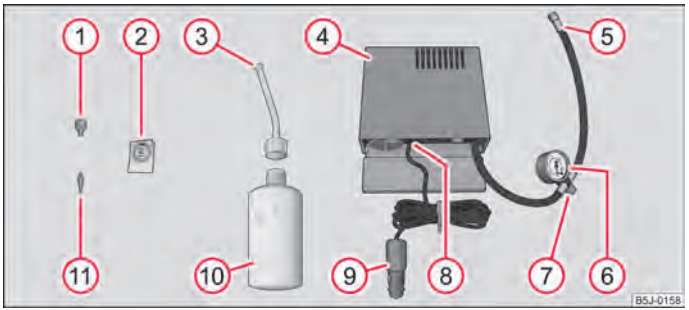

Fig. 146 Componenti del kit per la riparazione degli pneumatici
– Incollare l'adesivo (2) ⇒ fig. 146 sulla plancia strumenti, nel campo visivo del conducente.
– Servendosi dello svitatore per inserti valvola (1) svitare l'inserto valvola e riporlo in un luogo pulito. ■
– Agitare energicamente alcune volte la bombola di riempimento dello pneumatico (10) ⇒ fig. 146.
– Avvitare stabilmente il tubo di gonfiaggio (3) sulla bombola di riempimento (10) girando in senso orario. La pellicola presente sulla chiusura si rompe automaticamente.
– Rimuovere il tappo dal tubo di gonfiaggio (3) ed inserire a fondo l'estremità aperta sulla valvola di gonfiaggio dello pneumatico.
– Tenere la bombola (10) con il fondo rivolto verso l'alto e lasciare che tutto il sigillante della bombola fluisca nello pneumatico.
– Riavvitare l'inserto valvola con l'avvitatore per inserti valvola (1) nella valvola di gonfiaggio dello pneumatico.
– Avvitare saldamente il tubo flessibile di gonfiaggio pneumatico (5) ⇒ fig. 146 del compressore aria alla valvola di gonfiaggio dello pneumatico.
– Verificare che la vite di scarico aria (7) sia chiusa.
– Inserire la spina (9) nella presa da 12 volt.
– Attivare il compressore aria con l'interruttore ON-OFF (8).
– Se non è possibile raggiungere una pressione pari a 2,0 – 2,5 bar, svitare il tubo flessibile (5) dalla valvola di gonfiaggio dello pneumatico.
– Riavvitare saldamente il tubo flessibile di gonfiaggio pneumatico del compressore aria (5) alla valvola di gonfiaggio e ripetere l'operazione di gonfiaggio.